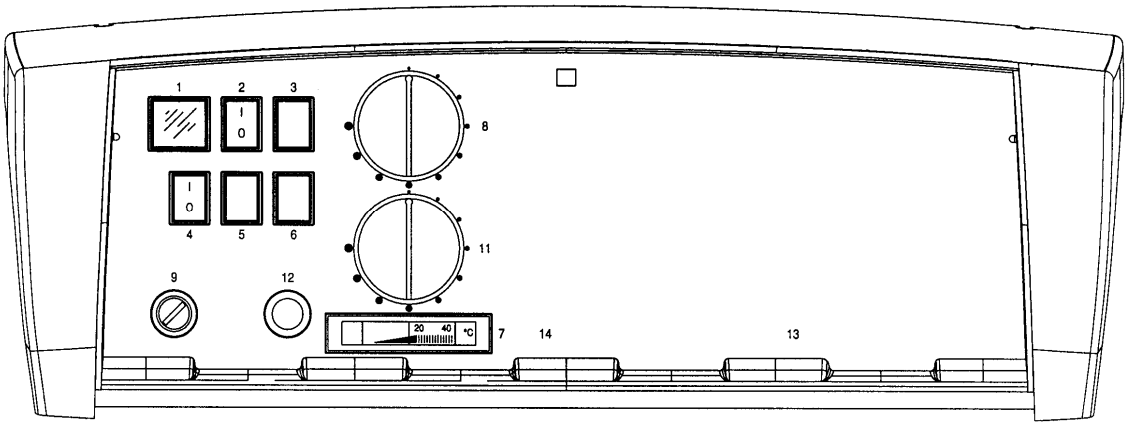

Рис. 3
3.4 ПАНЕЛЬ УПРАВЛЕНИЯ REX/REX F/REX K/REX K F/ (Рис. 3)